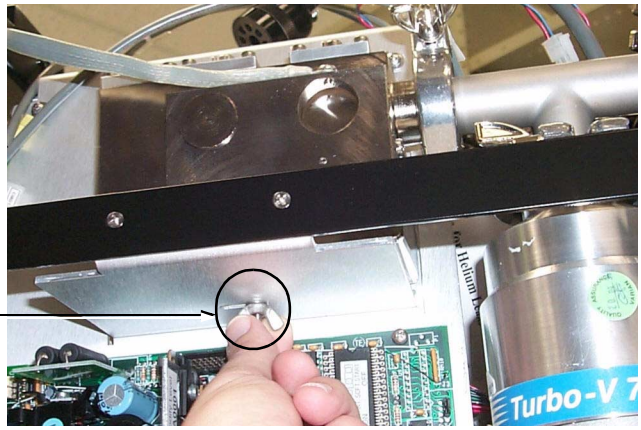

Figure 8-3 Wing Nut
2. Taking care not to damage the turbo pump controller PCB located underneath the shelf, remove the wing nut, locking washer, and flat washer located underneath the shelf and below the spectrometer tube (Figure 8-3).